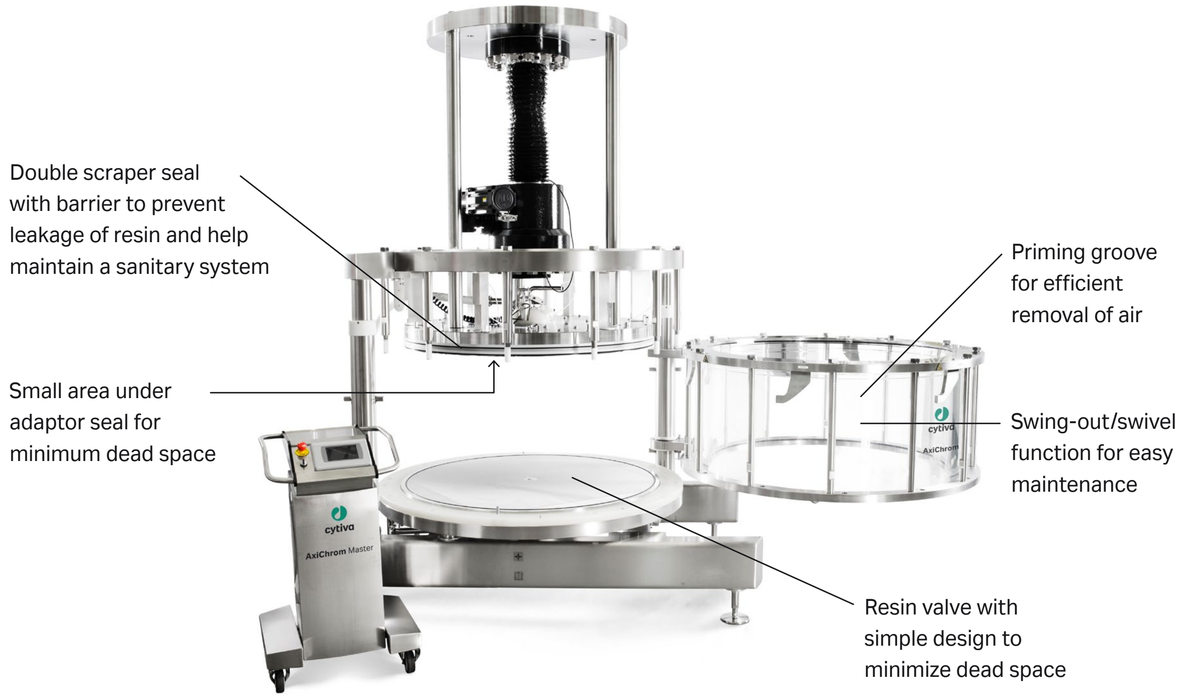

Fig 2.1. The sanitary design of AxiChrom columns minimizes the risk of bioburden event.
- Use of sanitary design features to make cleaning simple and to facilitate sanitization for bioburden control, as is the case for AxiChrom large-scale chromatography columns (Fig 2.1).